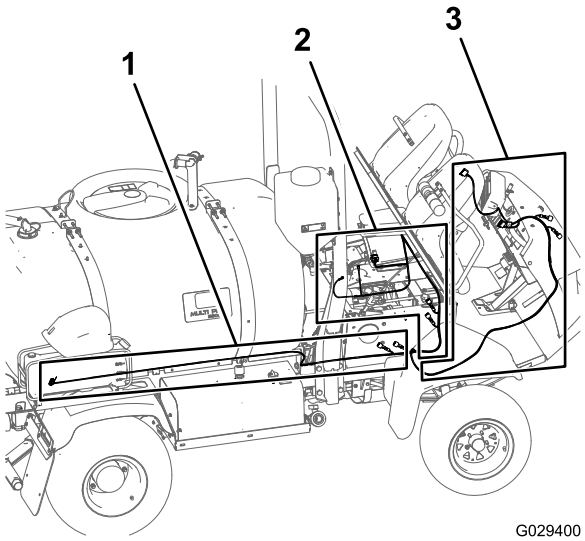
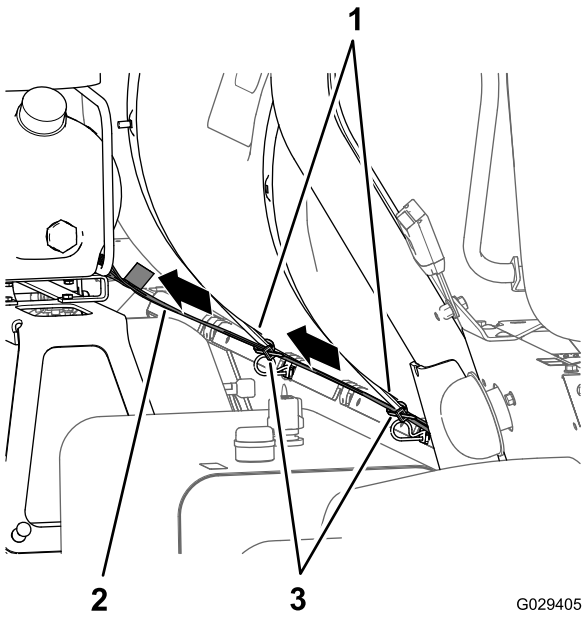

Figur 190
Figur 191
1. Find kompressorens afgrening på 236 cm på ledningsnettet med en konnektor med 4 sokler, og før ledningsnettets afgrening bagud langs sprøjtetanken som vist i Figur 190 og Figur 191.